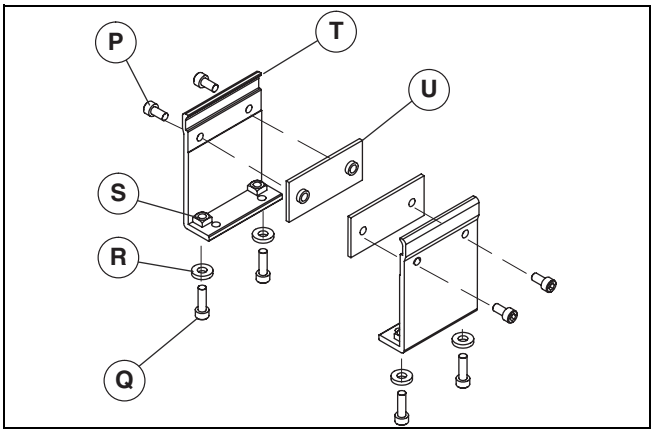

Figure 8
1. Typical mounting bracket components (Figure 8)
2. Attach clamp plate (Figure 8, item U) to stand mounting bracket (T) with two screws (P). Do not tighten screws.